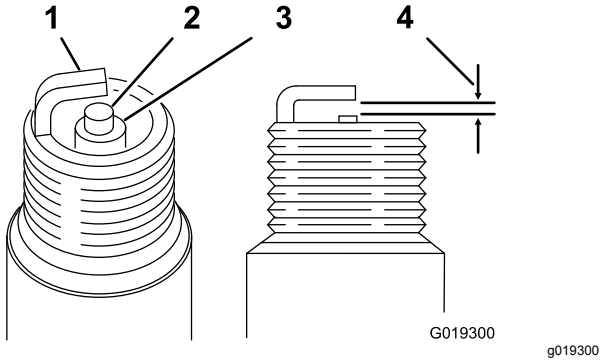

Рисунок 44
5. Установите на каждой свече зажигания зазор 0,76 мм между средним и боковым электродами; см. Рисунок 44. Установите все свечи зажигания с отрегулированным зазором в уплотнительную прокладку, затяните свечи с моментом 22 Н·м.